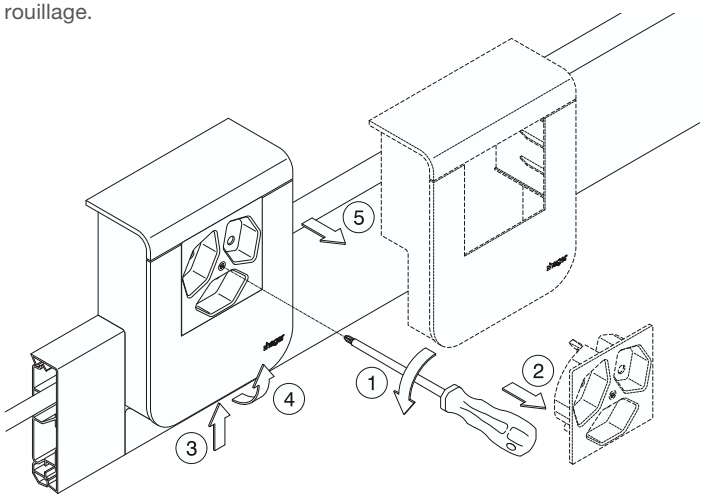

Figure 5
1. Déverrouiller (fig. 5)
2. Retirer le couvercle (fig. 5)